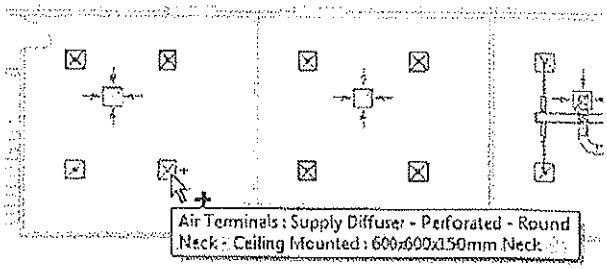

Figure 8–80
9. Click (Add to System) and select the other seven air terminals as shown in Figure 8–80.